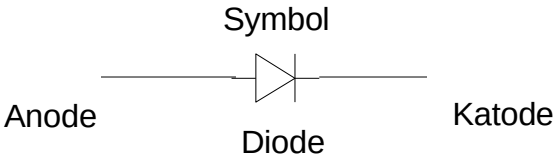

Figur 2 Skjemasymbol for diode.
Når vi setter sammen et P-materiale og et N-materiale får vi en PN-overgang som vi kaller en halvlederdiode eller bare diode. Tilkoplingene på en diode kalles anode (A) og katode (K). De skilles ved at **katoden er merket med en ring** (se fig10). Symbolet for en diode er vist i figur 2.